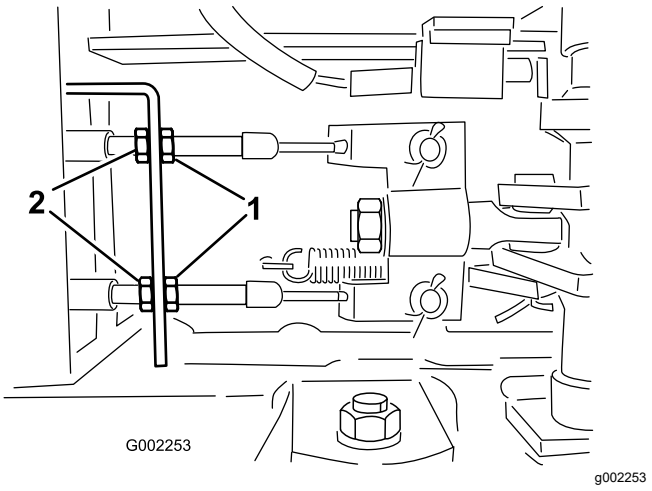

Bild 105
5. Lösen Sie die vorderen Klemmmuttern an den Bremskabel unter der Vorderseite des Sprühfahrzeugs (Bild 105).
6. Ziehen Sie die hinteren Klemmmuttern gleichmäßig an, bis das Spiel des Bremspedals 1-2 cm beträgt, bevor Sie einen Widerstand spüren (Bild 105).